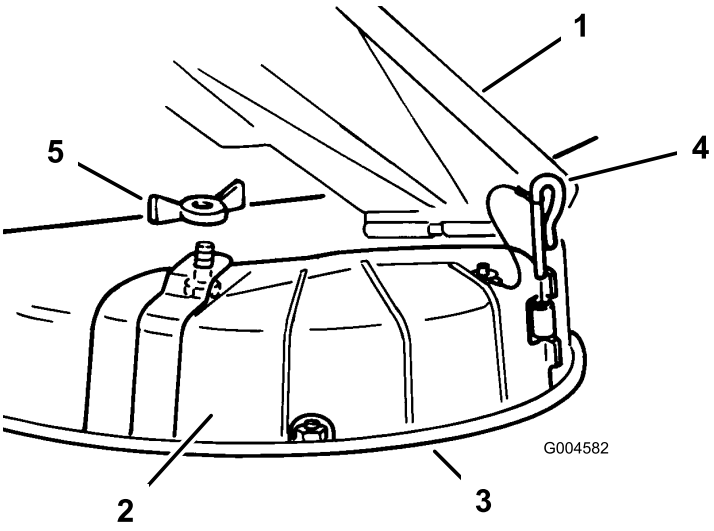

Figuur 22
3. Verwijder de vleugelmoer en de bout waarmee het deksel bevestigd is (Figuur 22).
4. Verwijder de scharnierpen waarmee het deksel aan het maaidek is bevestigd (Figuur 22).
3. Til de grasgeleider omhoog en plaats de afvoerafsluiter op de opening op de onderste lip van de maaier en schuif deze op het voorste scharnier (Figuur 22).
4. Schuif de scharnierpen door het scharnier (Figuur 22).
5. Bevestig de afvoerafsluiter aan de maaier met de vleugelmoer (Figuur 22).